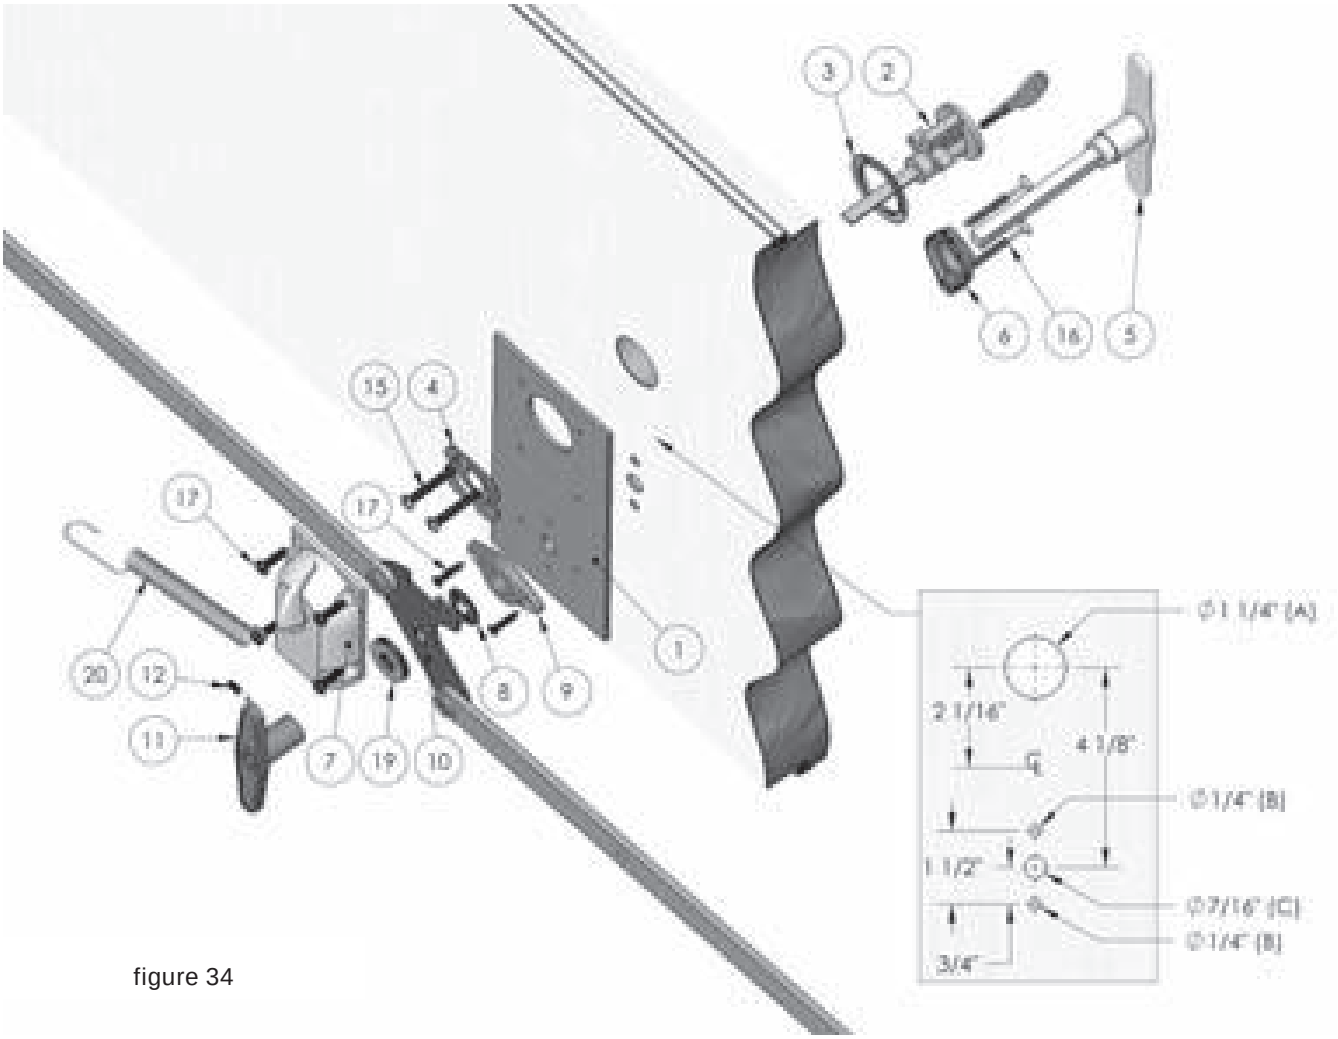

figure 34
2. Using figure 34 as a reference, mark the location of the four holes on the panel for A (barrel), B (screws) and C (handle);
4. Slide the exterior barrel (2) and trim ring (3) into hole (A). (The teeth of the key must be facing up and the key hole must be at the bottom of the barrel);
5. Position the steel plate (1) on the inside of the panel;
6. From the inside of the panel, insert plate (4) in hole (A) by positioning the round part downwards;
7. Insert 10 x 1 1/2” screws (15) in plate (4), align the screws in the holes of the outside barrel (2) and tighten the screws (make sure the plate is well aligned);
8. Insert the inside lock (7) in the shaft of the outside barrel (2) and fasten it to the steel plate (1) with four 3/8” screws (17) using a square head screw driver; Be sure to insert the bottom left screw in the round end of the return spring (20) before installing;
9. From the inside of the panel secure the plate (9) over hole (C) with two 3/8” screws (17);
10. Insert outside handle (5) in trim plate (6) and insert through hole (C);
11. Insert both 2 1/4” screws (16) through holes (B), align them in the steel plate holes and tighten;